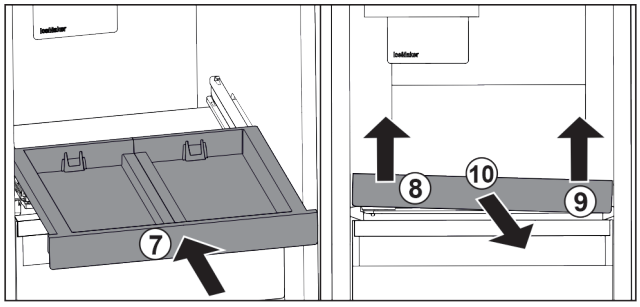

*Fig. 171*
▶ Inserați raftul extractibil. *Fig. 171 (7)*
▶ Ridicați raftul extractibil din față stânga. *Fig. 171 (8)*
▶ Ridicați raftul extractibil din față dreapta. *Fig. 171 (9)*
▶ Extrageți raftul extractibil spre înainte. *Fig. 171 (10)*